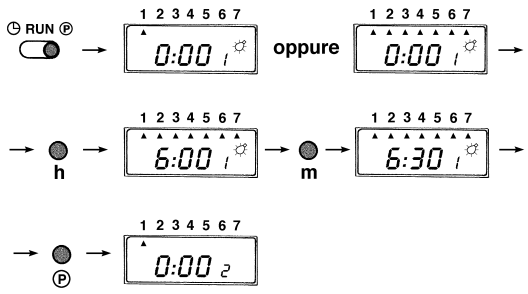

Fig. 28
- **Sélection du programme** (fig. 28)